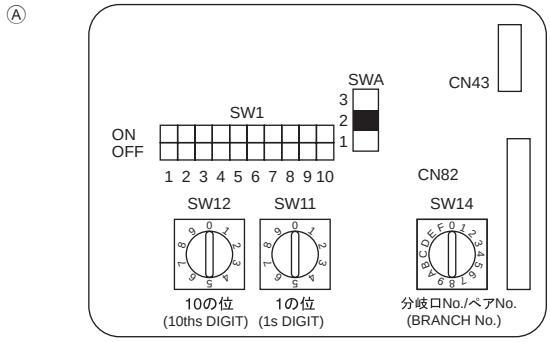

Fig. 6-4
6.5. Configuration des adresses (Fig. 6-4)